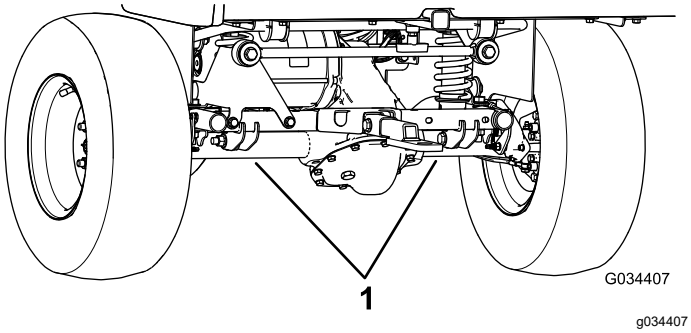

Figur 25
- Lyftpunkten baktill på maskinen sitter under axelrören (Figur 25).